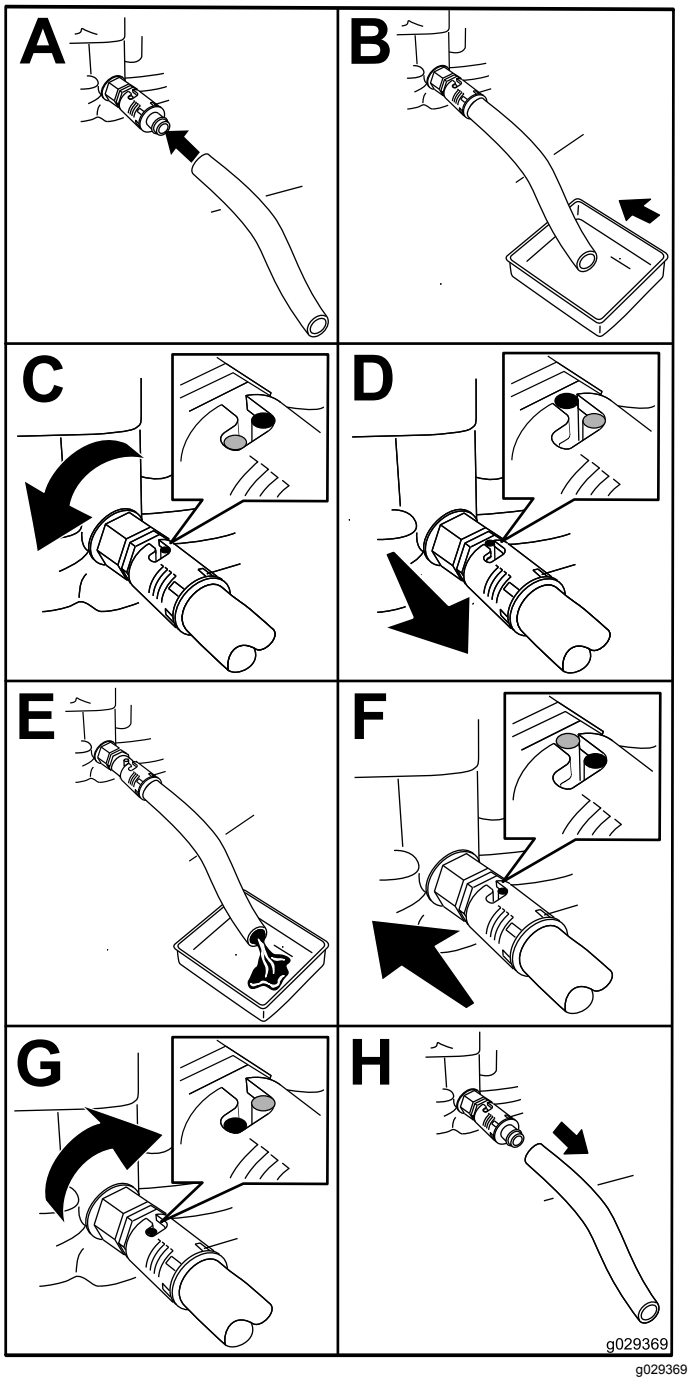

Figur 29
1. Montera tömningsslangen på tömningsventilen (Figur 29).
2. Placera den andra slangänden (Figur 29) i ett avtappningskärl som rymmer 1 liter.
3. Vrid oljetömningsventilen ett kvarts varv moturs och låt motoroljan rinna ut helt och hållet (Figur 29).
4. När all olja har tömts ut ska du vrida oljetömningsventilen ett kvarts varv medurs för att stänga ventilen (Figur 29).
5. Avlägsna tömningsslangen (Figur 29) och torka upp eventuellt oljespill.